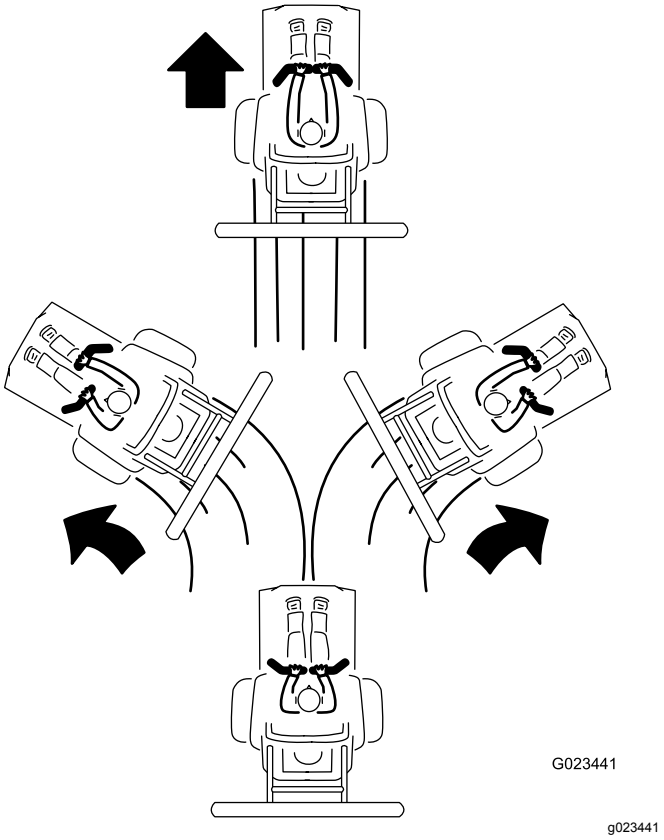

Figur 24
3. Kør fremad ved langsomt at skubbe styrehåndtagene fremad (Figur 24).